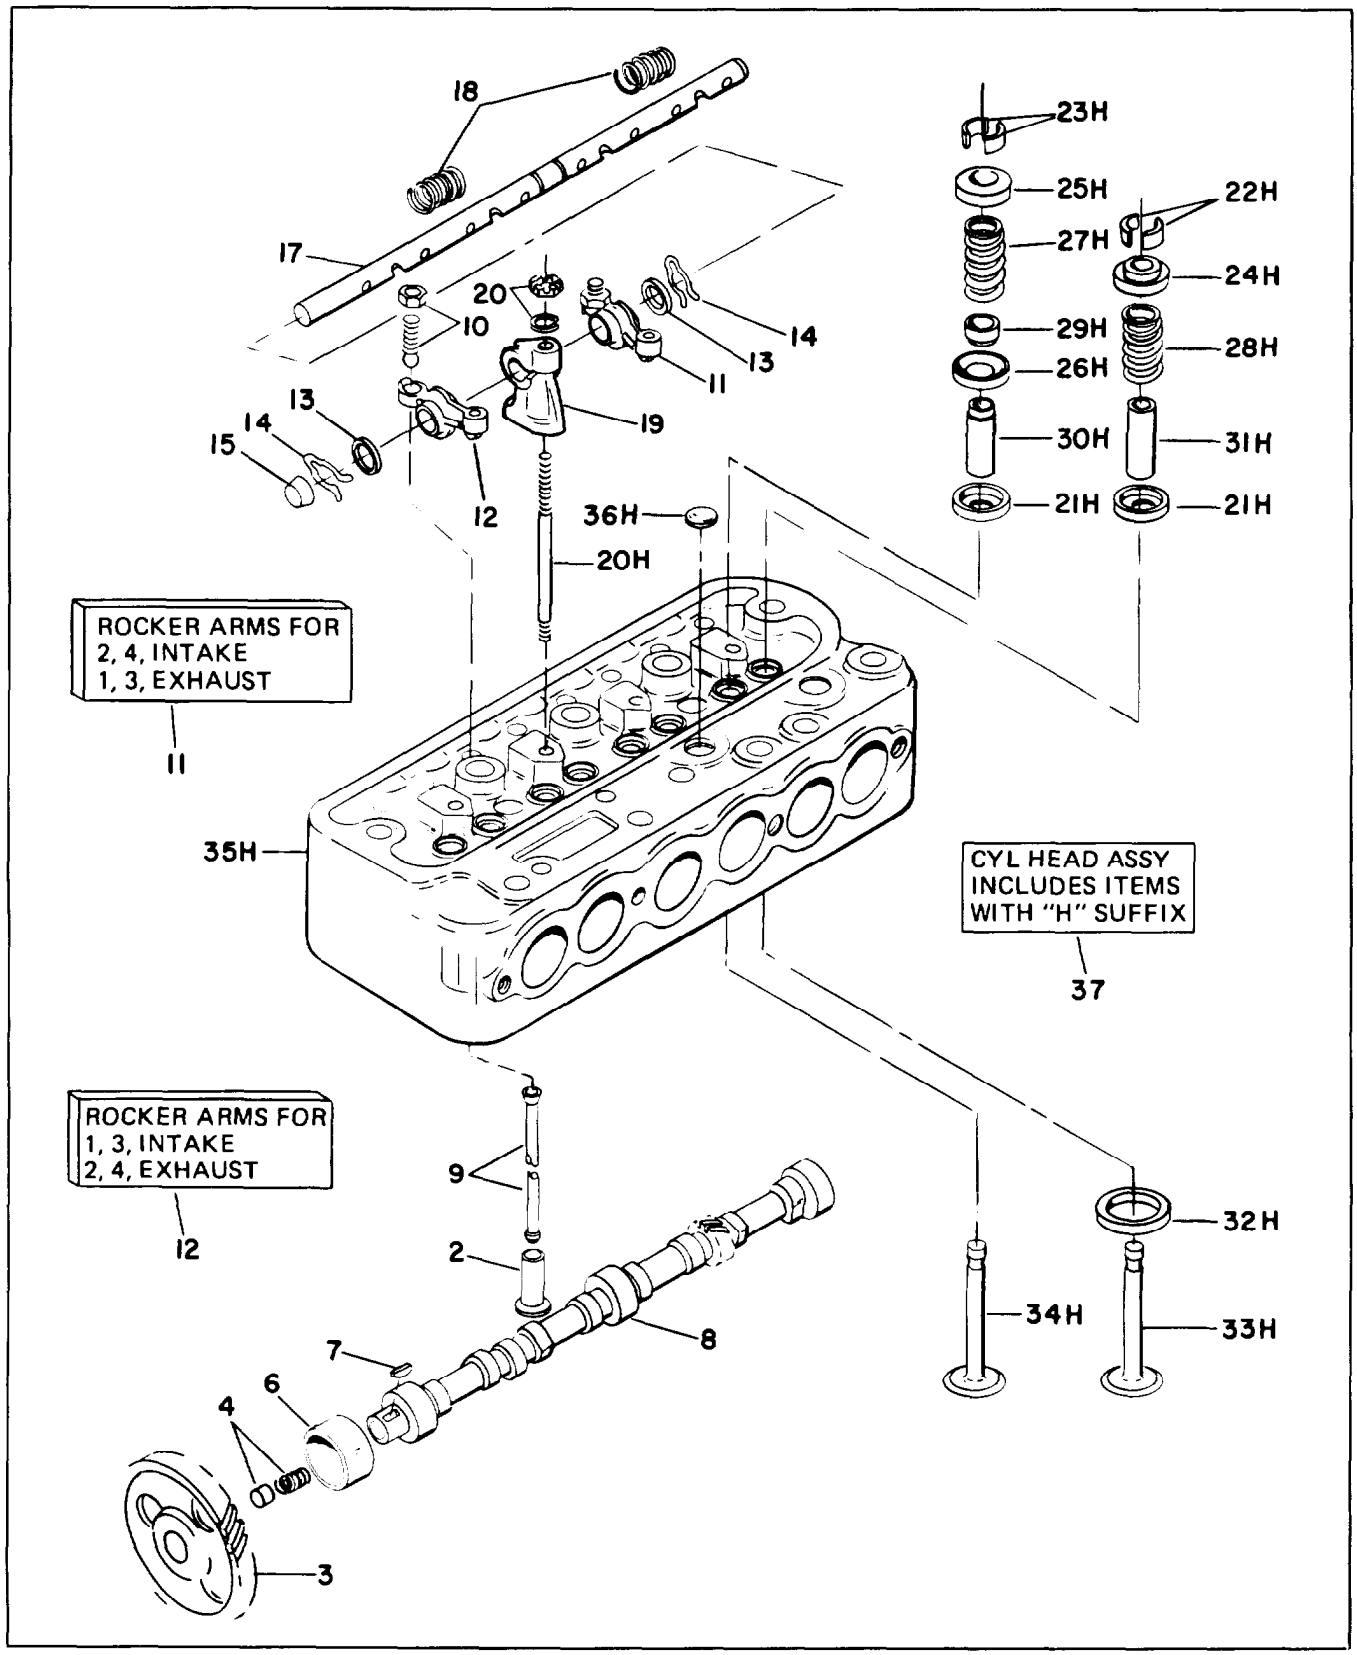

Figure 5-15. Cylinder Head and Camshaft
LEGEND FIGURE 5-15
5-29. DISASSEMBLY Cylinder head disassembly is outlined below. Refer to Figure 5-15 for general parts identification.
b. Slide parts off shaft, number rocker arms as they are removed for reassembly in same order as removed. See figure 5-15 for exploded view.
e. Reassemble the rocker arm assembly as shown in figure 5-15, and make certain that the retainer clip is properly in place as shown by figure 5-29.
a. Refer to figure 5-15 and install the components of the cylinder head assembly as shown by the illustration. Do not install rocker arm assembly at this time.